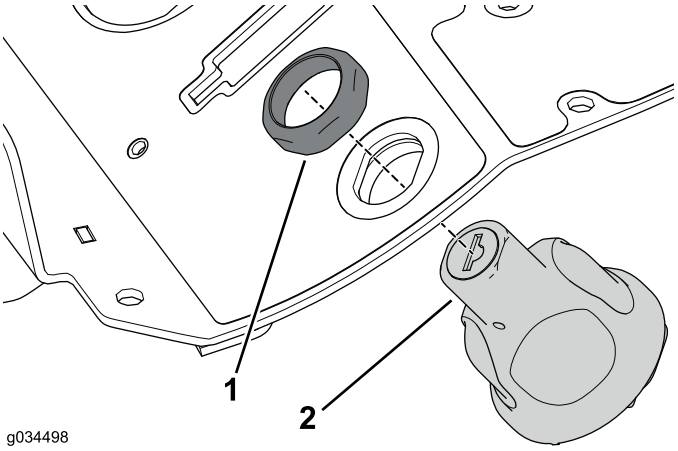

Figura 29
4. Utilizzate il dado di fissaggio rimosso in precedenza per fissare l'interruttore di accensione al gruppo consolle (Figura 29).